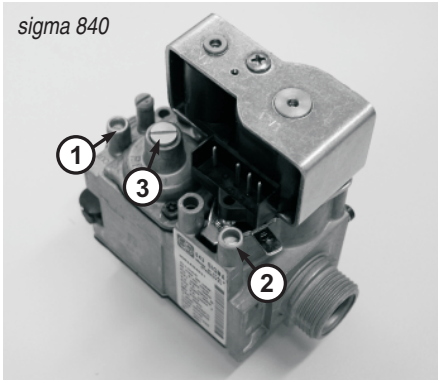

Рис. 13
1. Ослабьте винт измерительного места входного давления газа на газовом клапане GV2 Sigma 840 (рис.13/поз.2)
5. Ослабьте винт измерительного места выходного давления газа на газовом клапане GV2 (рис.13/поз.1)
7. Ослабьте покрытие на газовом клапане GV2 (рис. 13 / поз. 3), кде находится пластмассовый винт мощности (максимальная мощность).